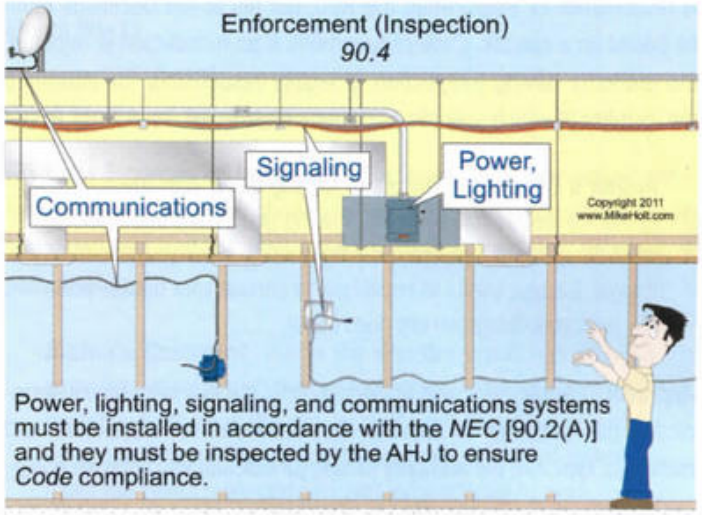

Figure 90–11
90.4 Enforcement. The *Code* is intended to be suitable for enforcement by governmental bodies that exercise legal jurisdiction over electrical installations for power, lighting, signaling circuits, and communications systems, such as: **Figure 90–11**